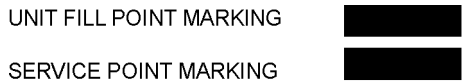

Figure 4-1. NATO Liquid Oxygen Servicing Markings
4.2.2.7 Liquid oxygen carts/tanks: Two horizontal “fill rectangles” as shown in Figure 4-1.